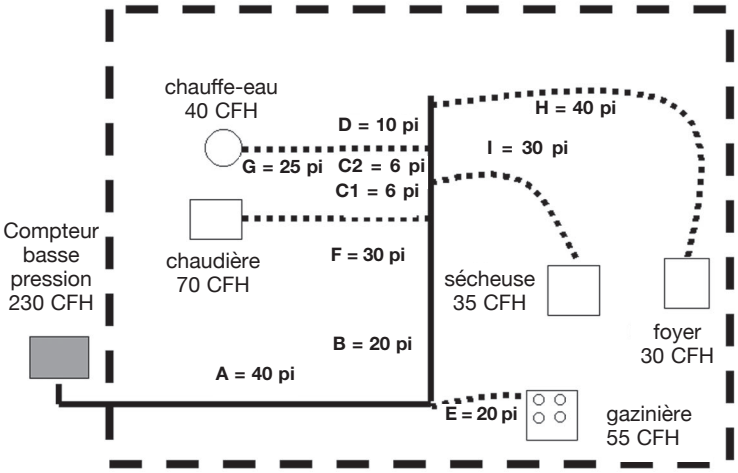
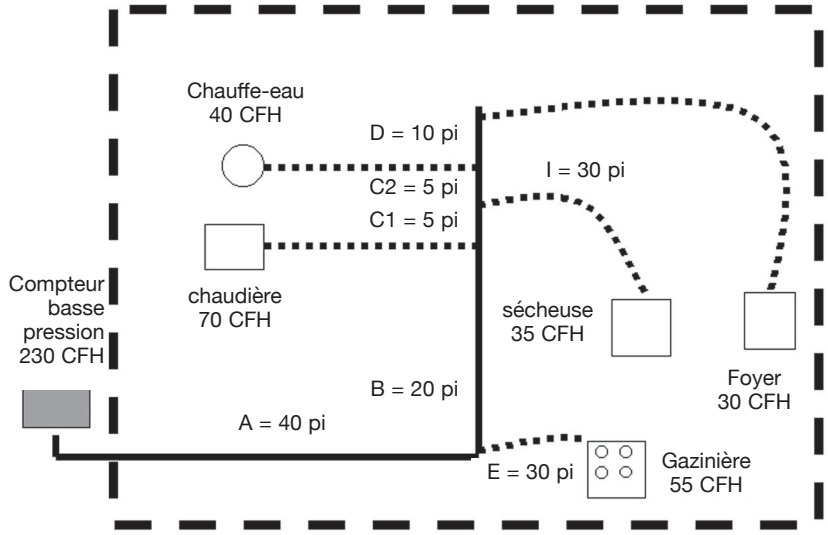

Figure: 3-6
Figure: 3-8
1. Le système présenté dans Figure : 3-6 est une habitation typique avec 5 appareils. La pression d'alimentation est 7 po c.e. La chute autorisée est 1 po c.e. total.
1. Le système présenté dans Figure : 3-8 est identique à celui représenté dans Figure : 3-6, une installation unifamiliale comprenant 5 appareils. Basse pression 6-7 po et chute de pression de 0,5 po c.e.